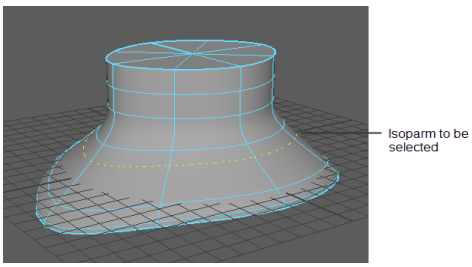
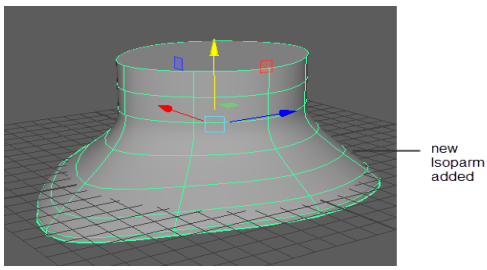

Figure 4-17 *Selecting an isoparm*
Figure 4-18 *A new isoparm added*
5. In the persp viewport, select the isoparm, as shown in Figure 4-17. Drag the isoparm outward; a dotted isoparm is displayed on *hat*. Next, choose the **Modeling** menuset from the **Menuset** drop-down list in the Status Line and then choose **Surfaces > Edit NURBS Surfaces > Insert Isoparms** from the menubar; a new isoparm is added, as shown in Figure 4-18.